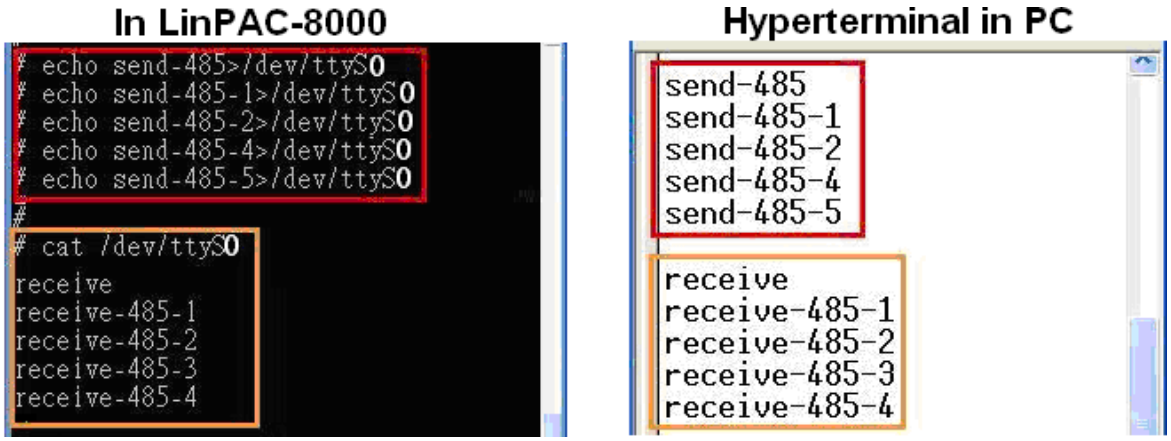

Fig. 8-3
- Test using command line: (PC ←→ i-7520 ←→ COM2 on the LP-8x4x – see Fig 8-3)